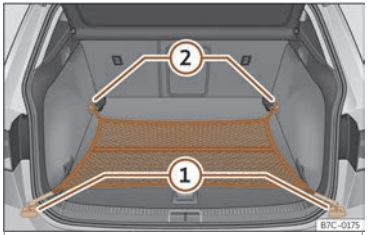

Fig. 113 No maleteiro:bolsa de rede enganchada case tocando o piso.
- Fixe os ganchos da rede nas argolas de amarre ① e ②››› **fig. 113** ››› ⚠. A cremalleira da bolsa ten que quedar cara arriba.